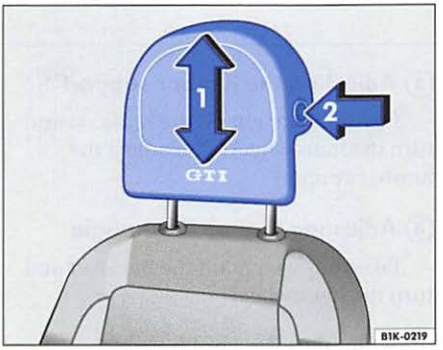
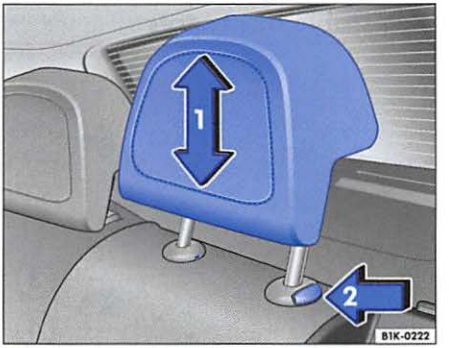

Fig. 50 Adjusting and removing the head restraints
Fig. 51 Adjusting and removing the rear head restraints
– Push the head restraint up in the direction of the arrow or, with the button pressed ⇒ fig. 50 ② or ⇒ fig. 51 ② down. Correct height: ⇒ page 56.
– Hold the button ⇒ fig. 50 ② or ⇒ fig. 51 ② down and remove the head restraint at the same time.